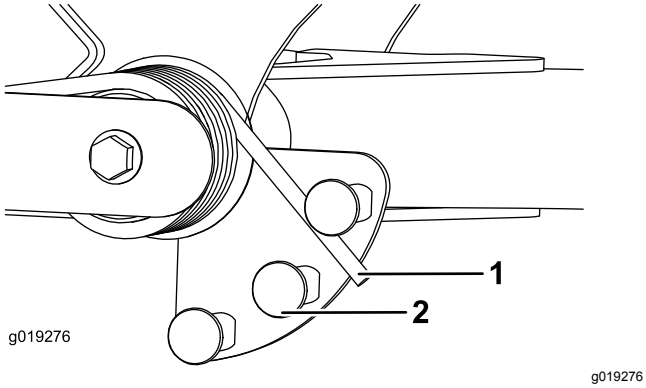

Figur 67
2. Sett inn et rør eller lignende objekt på den lange fjærenden og sving det rundt fjæraktuatoren til ønsket stilling (Figur 67).